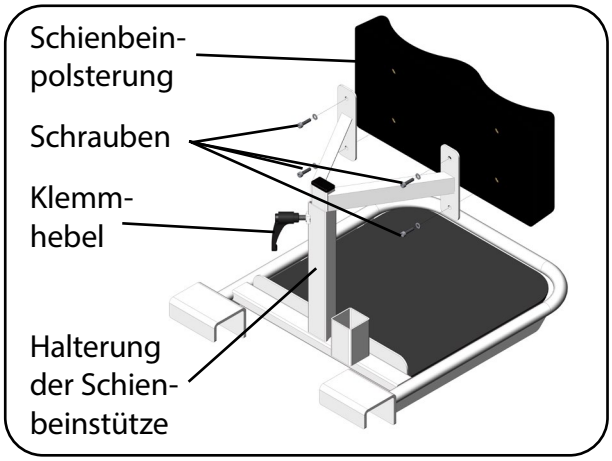

Abb. 6.4.01 - Schienbeinpolsterung abnehmen
1. Lösen Sie die vier Schrauben an der Schienbeinstütze und entfernen Sie die Schienbeinpolsterung von der Schienbeinstütze (Abb. 6.4.01).